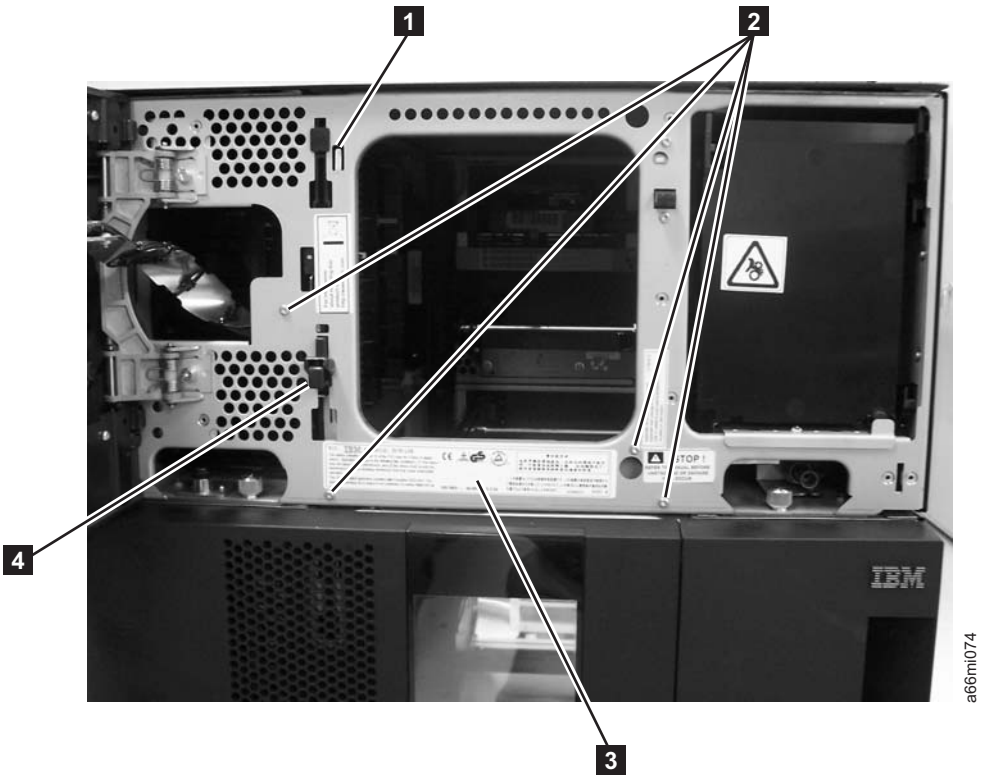

Figure 7-140. Four screws on front of door and plastic cable guide
g. Remove the 4 screws (see **2** in Figure 7-140 on page 7-125) from the front of the door, holding the long plastic cable guide to the door.